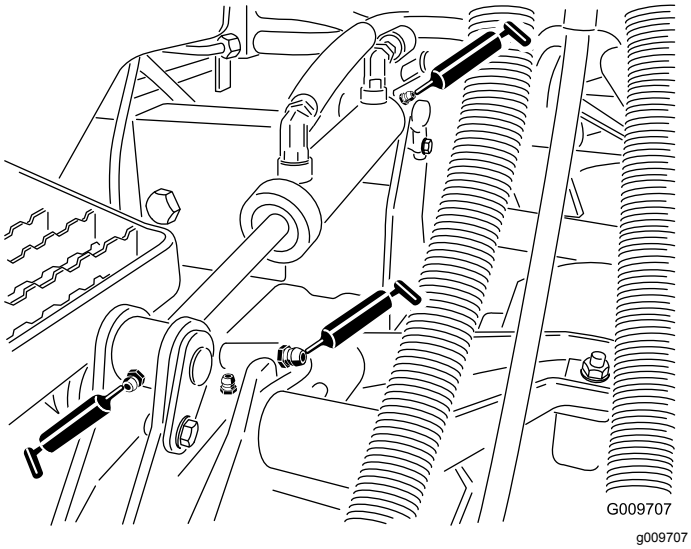

Rysunek 46
- Tuleje ramion podnoszących (1 na podwozie tnące) (Rysunek 46)
- Tuleje podnośników podnoszących (2 na podwozie tnące) (Rysunek 46)